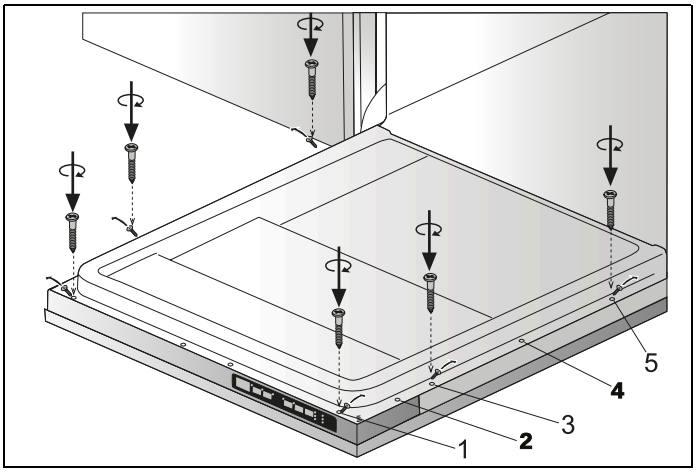

Fig. 28
6) Les vis situées sur la porte en bois sont fixées sur le lave-vaisselle au niveau des sorties situées sur la feuille extérieure de la porte et sont assemblées comme indiqué dans la Fig. 28 .